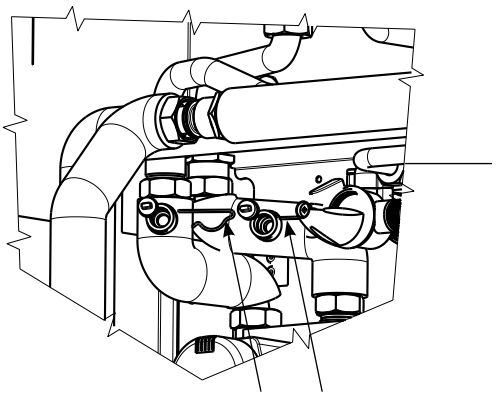

fig. 47
- Nella parte superiore del modulo idraulico di distribuzione ci sono 2 inserti con tappo in plastica, sganciare le mollette (**G**) e rimuovere i tappi in plastica (fig. 47)